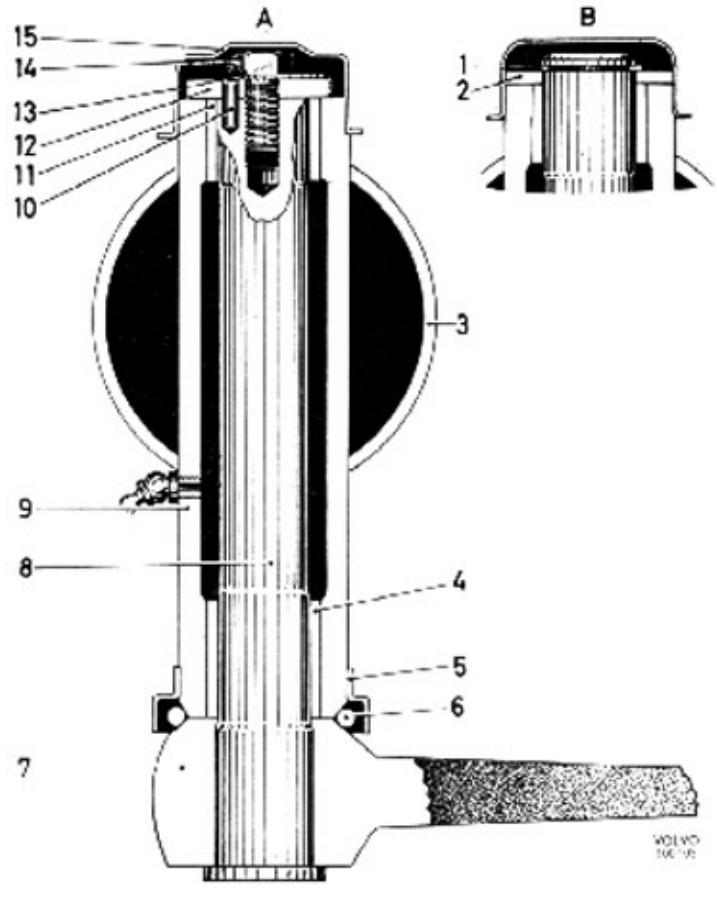

Bild 64-4. Mellanarmslager
Behöver bussningarna i mellanarmen (bild 64-4) bytas, demonteras locket (15) samt vid tid utf av mellanarmslager låsringen (1) och bricka (2), och vid sen utf av mellanarmslager skruven (14), låsbrickan (13) samt brickan (12). Pressa därefter ur axeln (8). Bussningarna demonteras med en lämplig dorn.